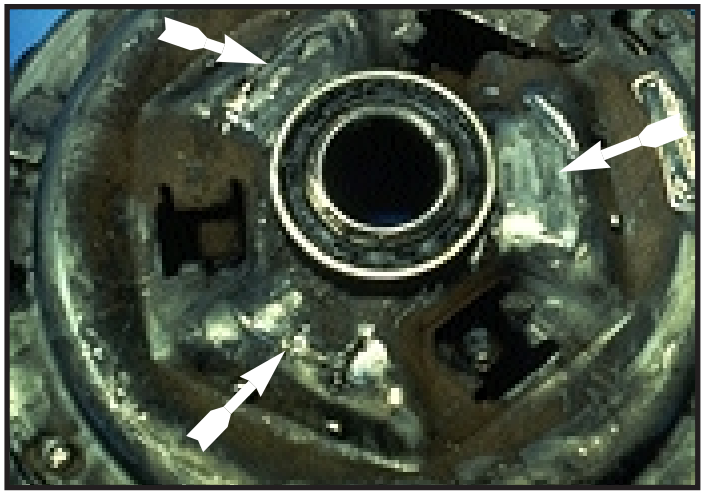

Figure 4
Figures 4 - 5 show the damage that results when the release yoke contacts the clutch cover. More specifically, the fingers have become pinched between the clutch cover and release bearing, resulting in one or more of the following:
- Damage to the clutch cover (see arrows, figure 4)